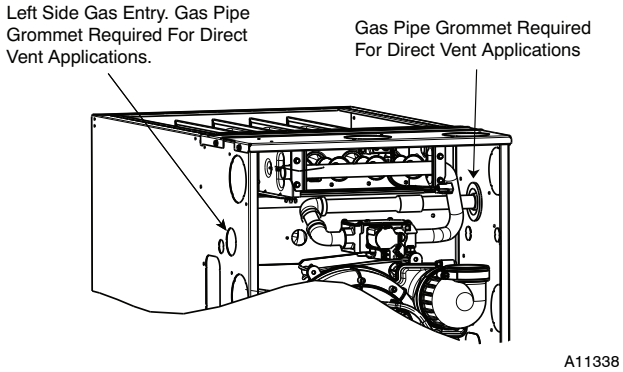

Fig. 32 - Gas Entry
Gas entry can be from left or right side, or top panel. See Figs. 32 and 33.
5. Fasten the external electrical box to the furnace casing using two (2) sheet metal screws.
11. Connect field power and neutral leads to furnace power leads inside the external electrical box as shown in Fig. 32.